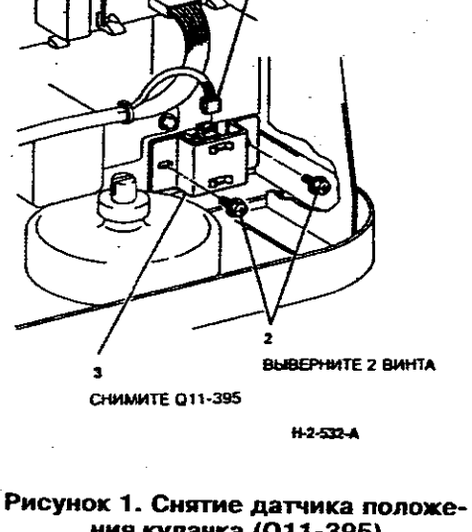

**Рисунок 1. Снятие датчика положения кулачка (Q11-395)**
2. (Рисунок 1) Снимите датчик положения кулачка (Q11-395).